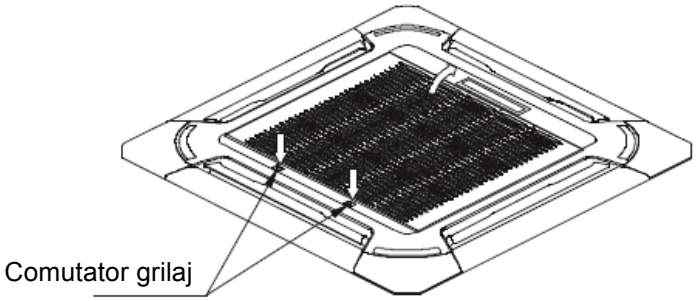

Fig.1-7
- Glisați cele două butoane ale grilajului către mijloc în același timp, apoi trageți în sus de ele (Consultați Fig. 1-7)